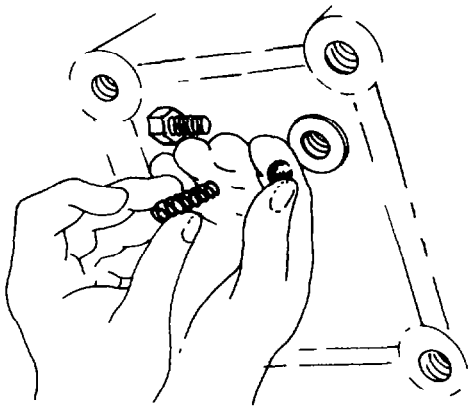

Fig. 249 — Installing Detent Ball
k. Install the selector fork detent ball, spring, and retaining bolt in the hole provided at the right-hand mounting pad (see fig. 249).